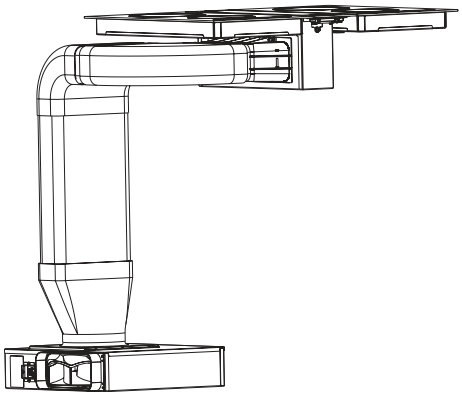

Abb. 16
11. Planen Sie die Abluftverbindungen (Abb. 16).